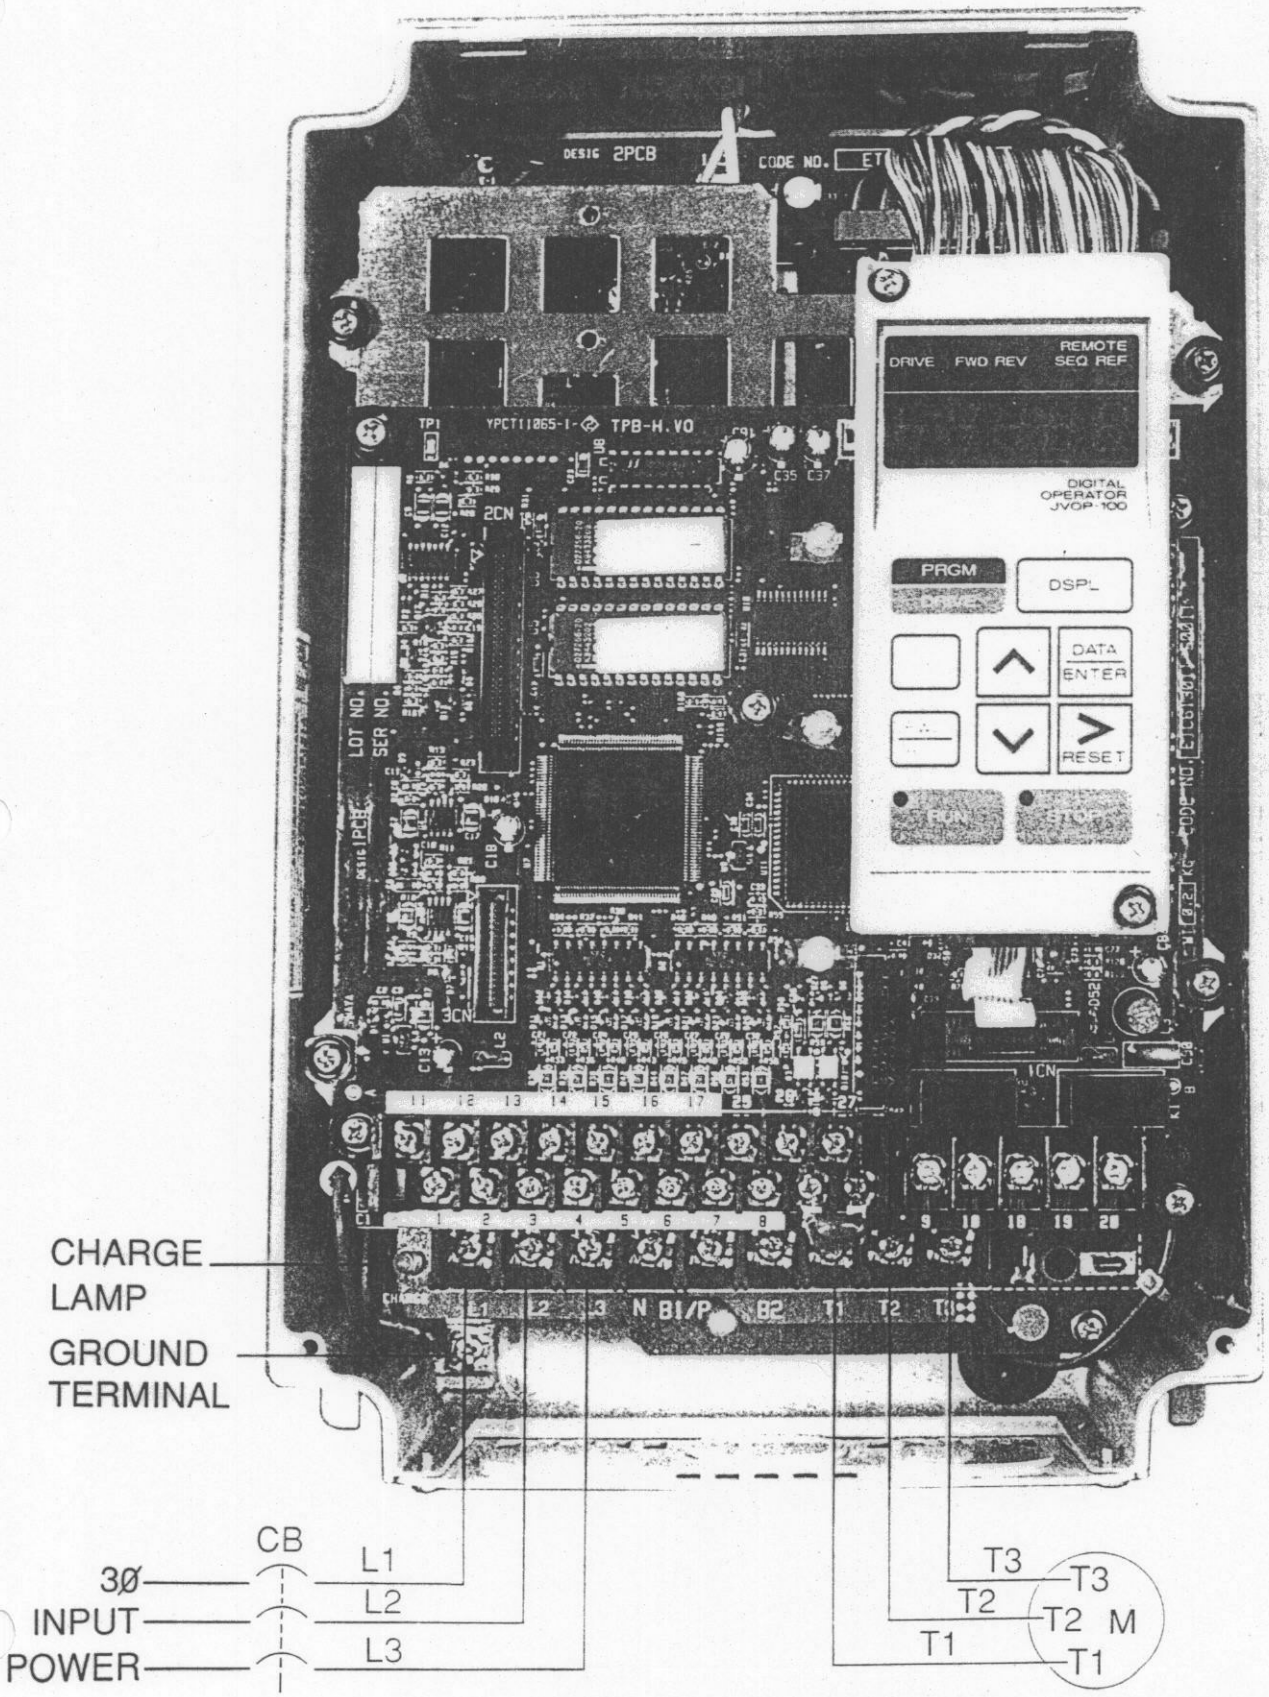

FIGURE 1. VFD TERMINAL LOCATIONS
1. Remove VFD cover by removing the cover screws located at the bottom of the cover. Lift up on the cover, pull it down and remove it. See Figure 1 for the location of the Main Circuit Terminal Block and the Control Circuit Terminal Block.